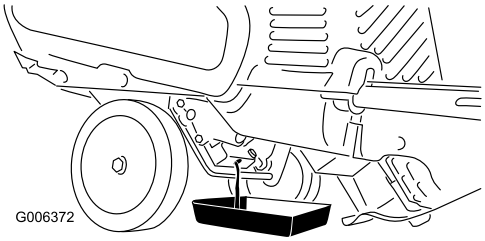

Figur 25
3. Placera ett kärl under oljepluggen och skruva sedan ur oljepluggen och fäll snöslungan bakåt och töm ut den använda oljan i kärlet Figur 25).